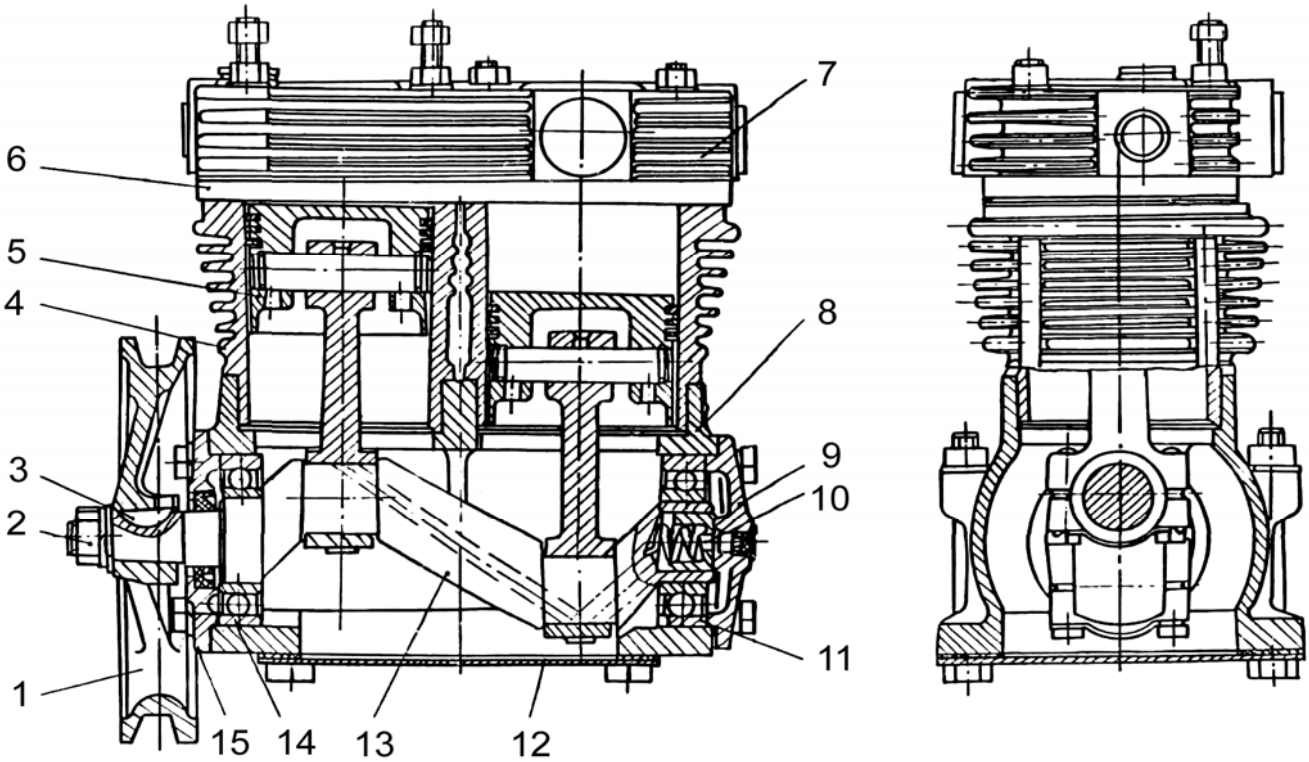

Рис. 78 – Компрессор:
2. Расшплинтовать и отвернуть гайку 2 с шайбой крепления (рис.78) шкива. Снять шкив 1 с помощью пресса и выбить сегментную шпонку из паза.